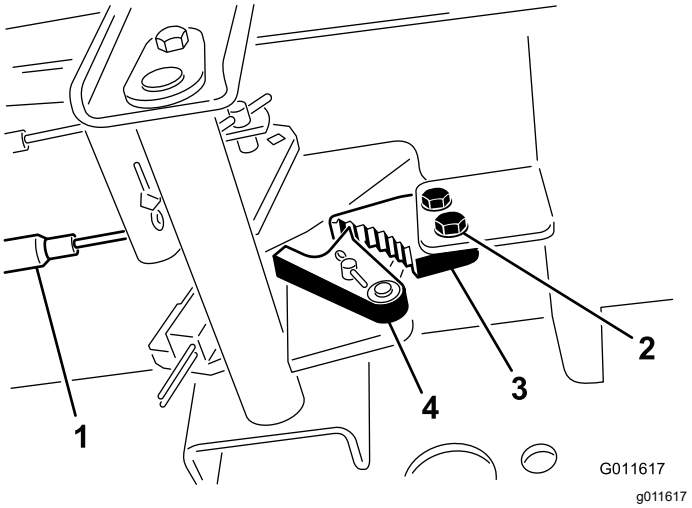

Figuur 97
1. Draai de 2 schroeven los waarmee de pal van de parkeerrem is bevestigd aan het frame (Figuur 97).
2. Trap het pedaal van het parkeerrem naar voren totdat de remvergrendeling de rempal geheel vastgrijpt (Figuur 97).